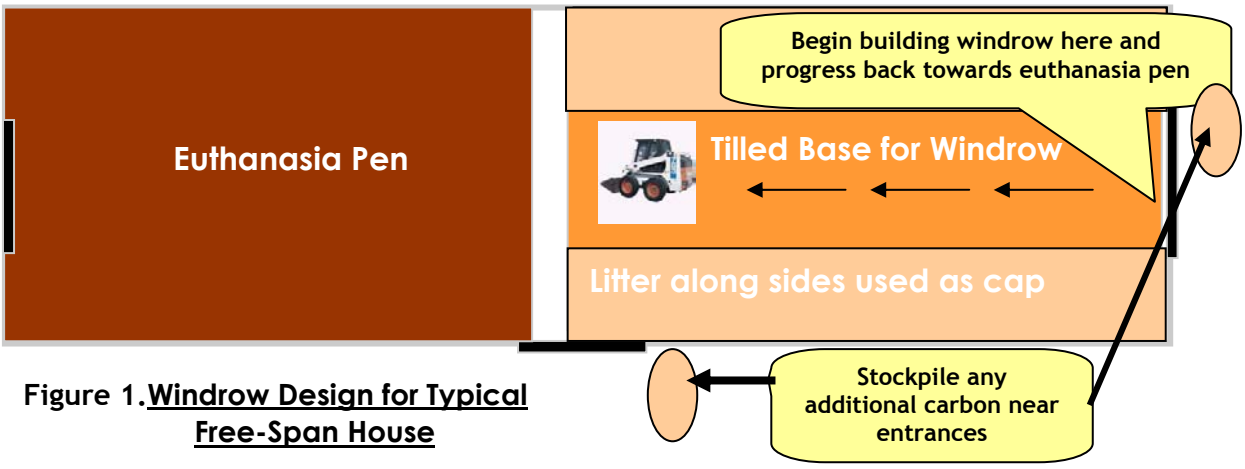

Figure 1. Windrow Design for Typical Free-Span House
- Birds may be confined to a portion of the house for euthanasia (see Figure 1). If whole-house euthanasia methods are used, windrow construction procedures will differ. (Tablante and Malone, 2005)
- Using the skid loader, begin constructing the windrow with the bird/litter mix on the tilled base at the other end of the poultry house (see Figure 1).